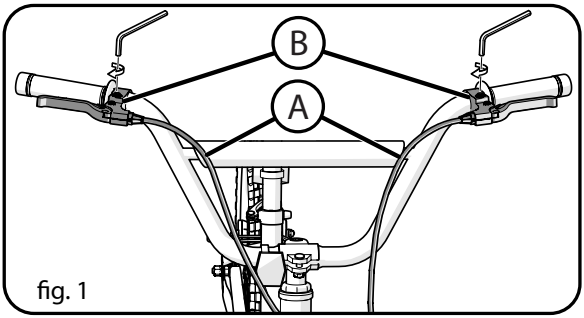

fig. 1
- Assurez-vous qu'il n'y a pas d'espace au niveau du levier de frein (F) et que le câble de frein (A) est bien en place.
- Faire pivoter les leviers de freins (B) dans une position d'utilisation confortable et serrer de façon sécuritaire. (**fig. 1**).